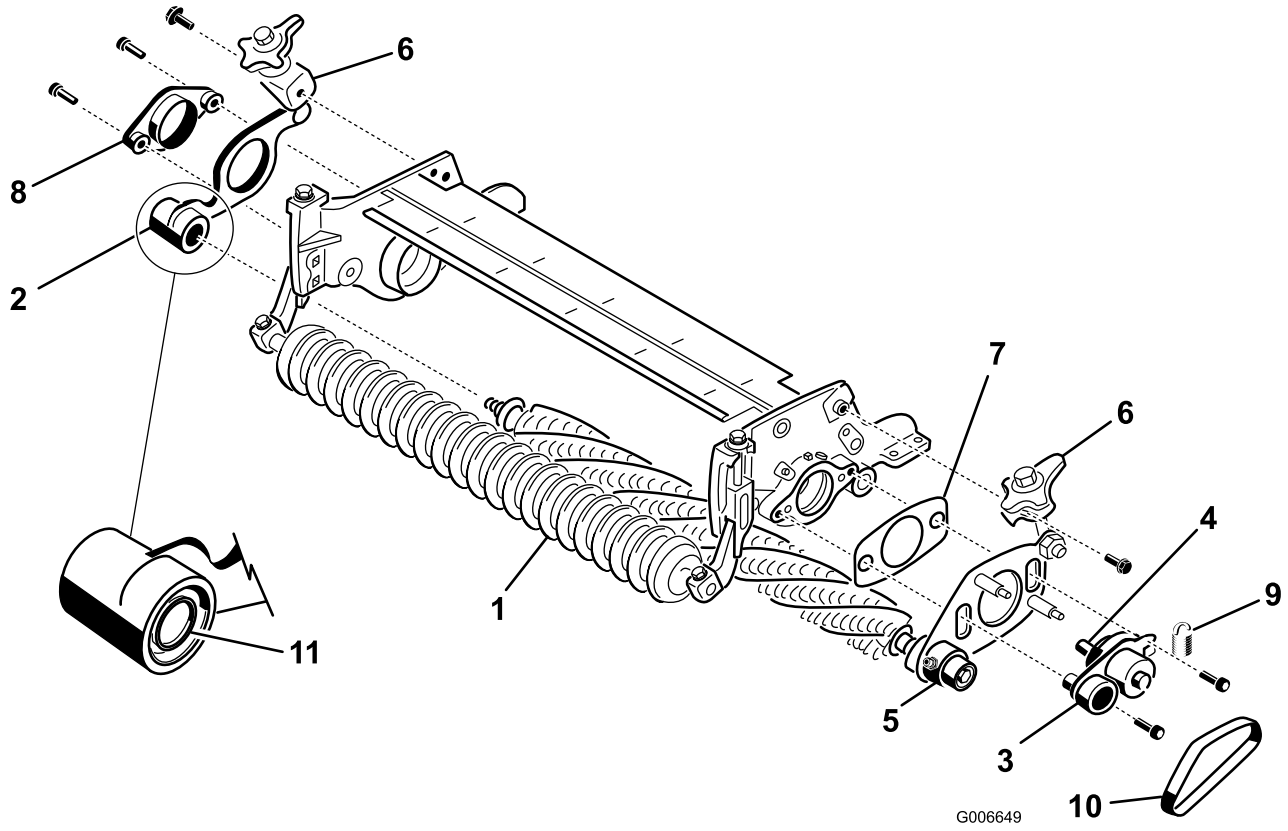

Figure 9
14. Du **côté opposé à l'entraînement** de l'ensemble groomer, retirez la plaque de groomer avec levier de levage rapide de l'ensemble arbre de groomer (Figure 9).
16. Du côté entraînement du plateau de coupe, montez le moyeu de pivot, la plaque de groomer côté entraînement avec levier de levage rapide et la cale sur la plaque latérale du plateau de coupe avec (2) vis à tête creuse de 3/8 x 1 pouce (Figure 9). Appliquez du Loctite bleu sur les filets des vis avant la pose.
17. Montez la plaque de groomer du côté opposé à l'entraînement sur l'arbre de groomer (Figure 9). Veillez à ne pas déloger le ressort de joint.
18. Fixez le moyeu de pivot du côté opposé à l'entraînement à la plaque latérale du plateau de coupe au moyen de (2) vis à tête creuse (3/8 x 1 po) (Figure 9). Appliquez du Loctite bleu sur les filets des vis avant la pose.
20. Montez les leviers de levage rapide sur les plaques latérales avec les boulons à embase (3/8 x 3/4 po) (Figure 9).
21. Montez la courroie de groomer sur les poulies (Figure 9). Assurez-vous que les nervures de la courroie sont correctement engagées dans les gorges de chaque poulie.